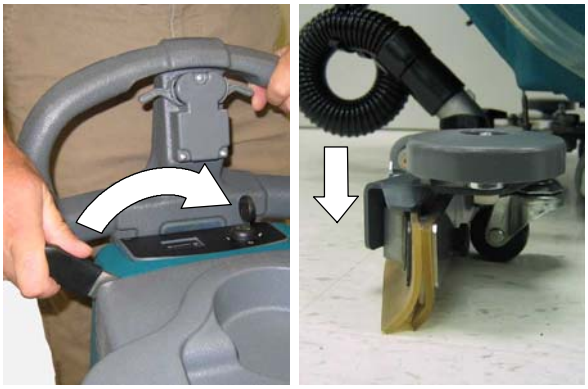

FIG. 17
2. Abaissez le racloir sur le sol en déplaçant vers la gauche le levier de soulèvement du racloir (Figure 17). Le moteur d'extraction démarre automatiquement.